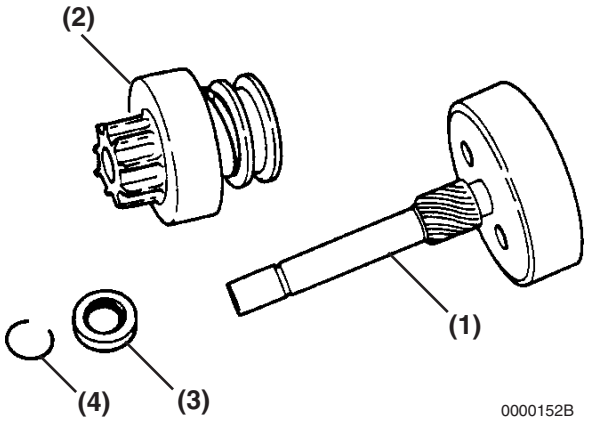

Figure 10-10
13. Remove the pinion stop **(Figure 10-10, (3))**, return spring (if equipped), and pinion clutch assembly **(Figure 10-10, (2))**, from the pinion shaft **(Figure 10-10, (1))**.